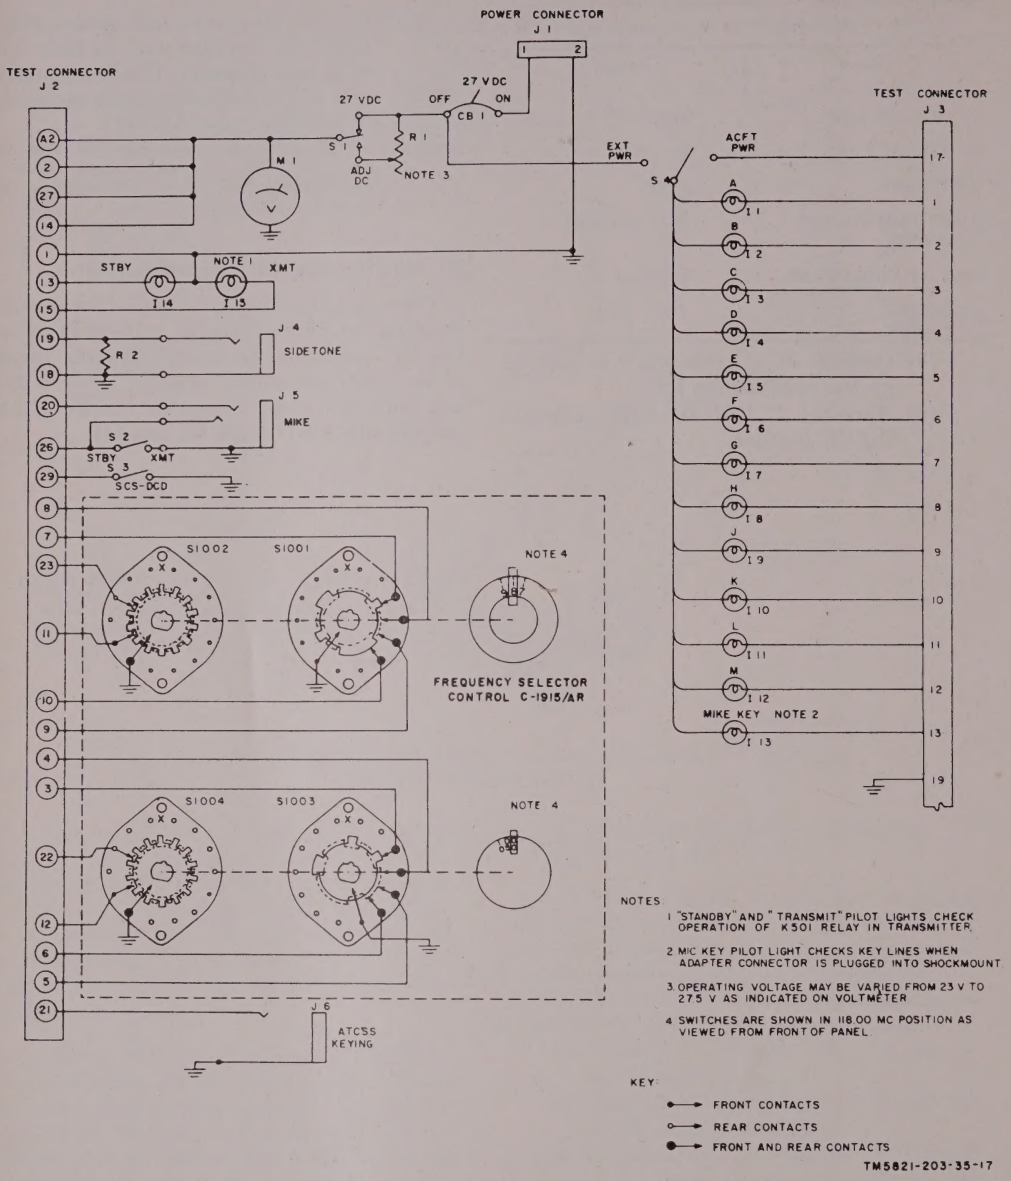
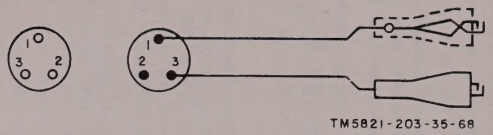

Figure 26. Electronic Equipment Maintenance Kit MK-430/ART, schematic diagram.
Figure 27. Cable assembly No. 1, schematic diagram.
48. Maintenance Kit, Principles of Operation (fig. 26)
The only test equipment required for troubleshooting the maintenance kit is the multimeter. Use the multimeter to make continuity checks of the cable assemblies (fig. 27, 28, and 29), and continuity and resistance checks of the maintenance kit (fig. 26, 30, and 31).